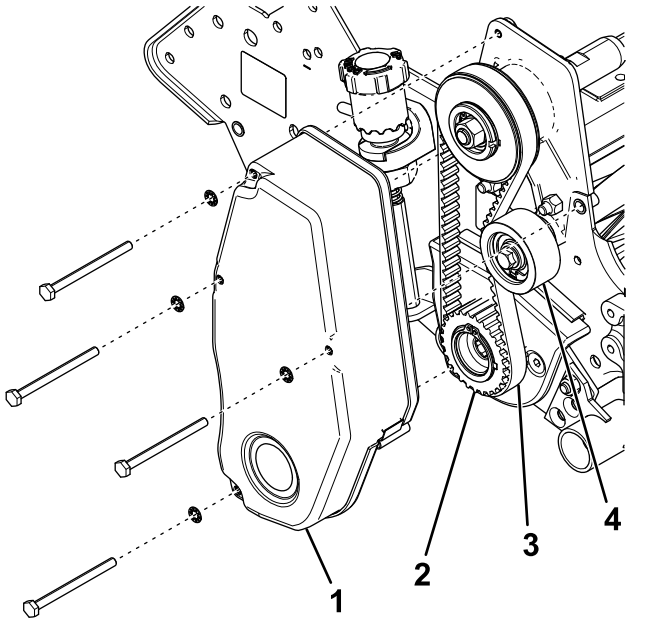

Figur 12
4. Monter drivremskive på spoleakselen (Figur 12).
7. Monter spoledrivsremdekselet til sideplaten (Figur 12).